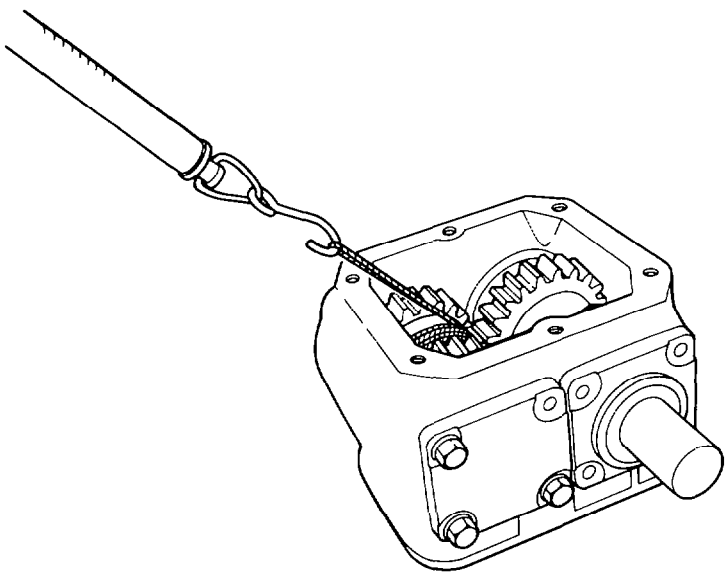

Fig. 401 — Checking Countershaft Bearing Preload
h. Check the bearing preload of the countershaft while torquing the bearing cover plate retaining bolts. The preload should be 18 N (4 lb.) when pulling on the spring scale with an even, steady pull (see fig. 401). If necessary, add or remove shims to obtain the correct preload. Torque the retaining bolts to 34 – 38 Nm (25 – 28 lb.ft).